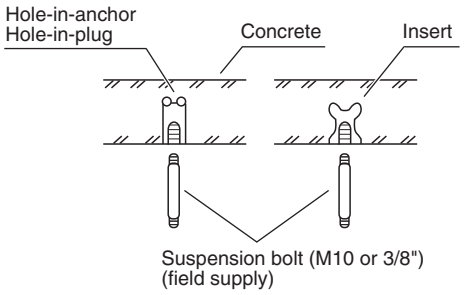

Fig. 2-117
- Insert suspension bolts (Fig. 2-117)
(2) Screw in the suspension bolts allowing them to protrude from the ceiling (Fig. 2-117). (Cut the ceiling material, if necessary.)